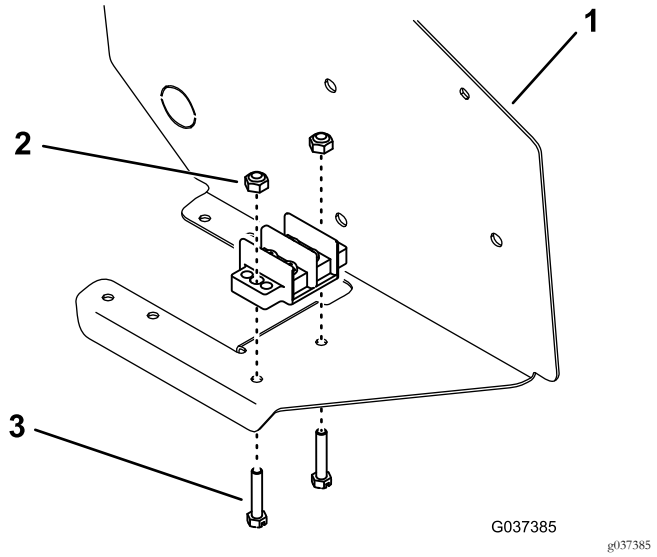

Figura 8
3. Monte o bloco terminal de ligação à terra à parte inferior do conjunto do painel de controlo com dois parafusos e duas porcas de bloqueio (Figura 8).
Nota: Instale os parafusos partir do lado inferior do painel como se mostra na Figura 8.